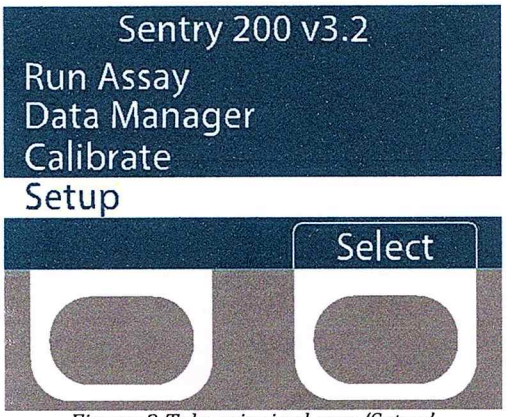

Figura 2 Tela principal com 'Setup' (Configuração)
Teclas de Seleção de Opção Variável: Os dois botões diretamente abaixo da tela de LCD permitem que você selecione opções variáveis que aparecem dentro dos menus do seu leitor SENTRY® 200. Por exemplo, na tela Principal (Figura 2) a tecla variável de seleção opcional à direita está embaixo do comando 'Select' (Selecionar). Neste caso quando a tecla variável de seleção à direita é pressionada, o item do menu em destaque é 'Selecionado'. As opções variáveis das teclas incluem diversos comandos: "Select' (Selecionar), 'Back' (Voltar), 'Edit' (Editar), 'Read' (Ler) etc. dependendo do menu exibido naquele momento na tecla de LCD. Para simplificar, a partir de agora este manual passa a se referir ao comando ao qual as teclas variáveis estão associadas, e não às próprias teclas. Por exemplo, "Pressione a tecla 'Back' (Voltar)" significa pressionar a tecla variável de seleção opcional que está embaixo do comando 'Back'.
1. Iniciando na tela principal, use as setas para cima ou para baixo no teclado do aparelho para destacar a linha 'Setup' (Configuração) (Figura 2).